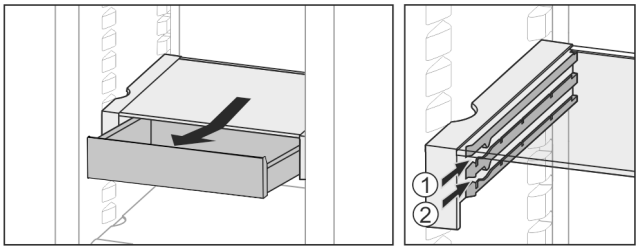

Fig. 26
▶ На любой высоте *Fig. 26 (1)* или *Fig. 26 (2)* вставить.